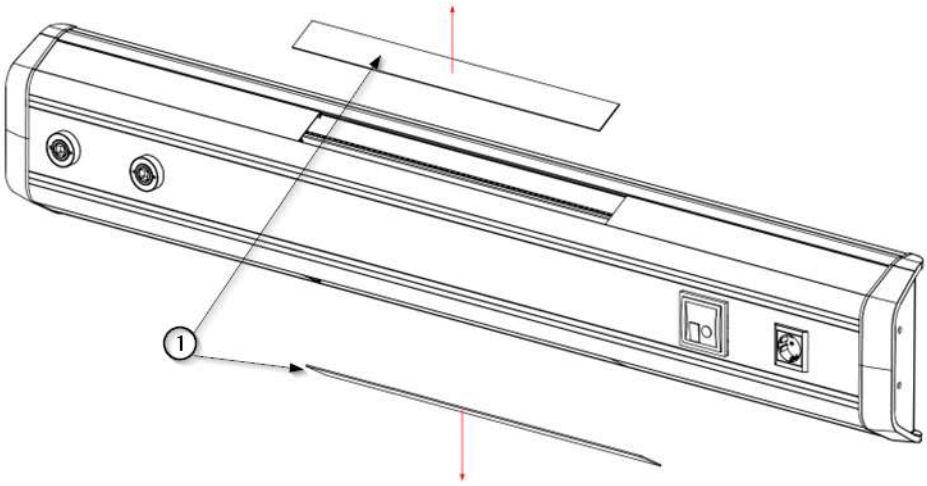

Rys. 3 Demontaż górnych i dolnych dyfuzorów
- Zdejmij dyfuzory światła ①, jak pokazano na rys. 3. Użyj płaskiego śrubokręta, uważając, aby nie zarysować lakieru na bocznych osłonach.